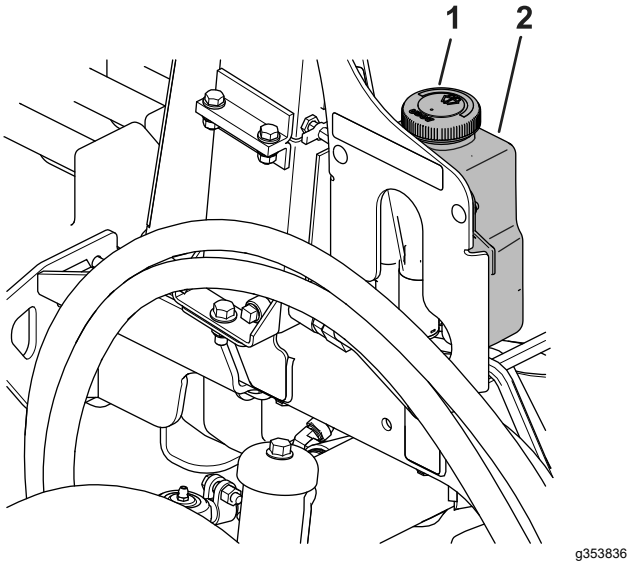

Figur 86
1. Skruva av behållarens lock (Figur 86).